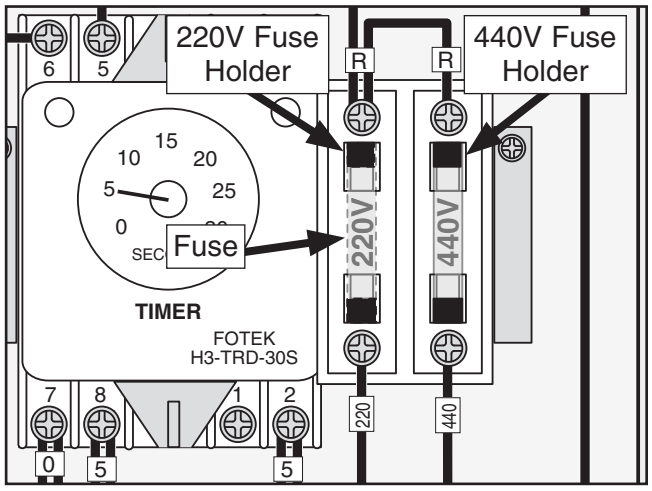

Figure 8. Moving fuse to "440V" fuse holder.
3. Remove fuse from "220V" holder and insert it into "440V" holder (see illustration in **Figure 8**).